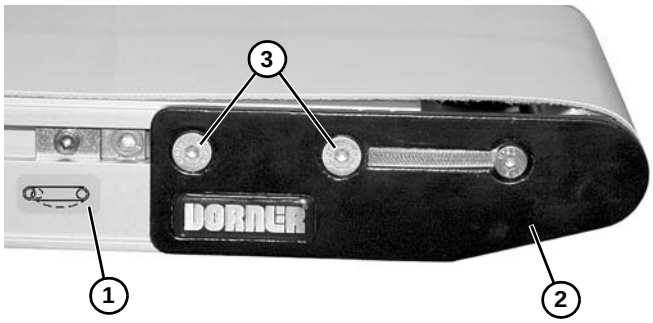

Figure 46
5. Sur l'extrémité où se trouve le tendeur de bande, identifié par , **(Figure 46, élément 1)** assembler en poussant la plaque de tête **(Figure 46, élément 2)** : Sur les deux côtés du convoyeur, desserrer les vis de fixation **(Figure 46, élément 3)** et pousser la plaque de tête vers l'intérieur.